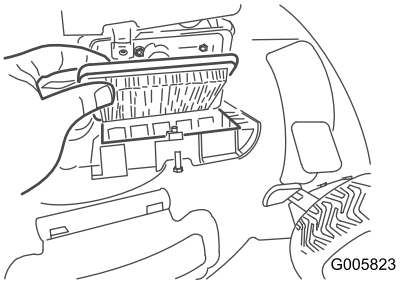

Figur 21
2. Byt ut luftfiltret (Figur 21).